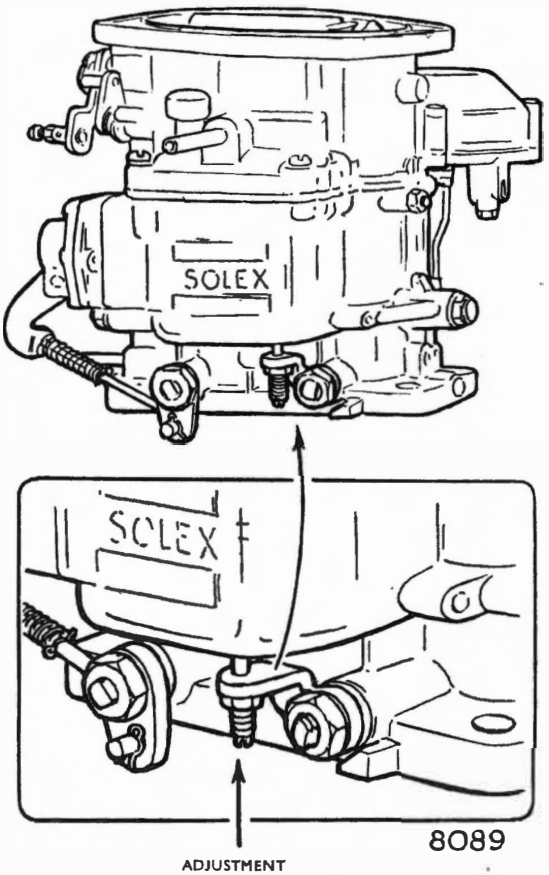

Fig. 12. *Secondary throttle closed position stop*
2. Release the spring-loaded ball joint to disconnect the shaft (54) from the secondary throttle ball joint on the secondary throttle spindle lever (46).
3. Hold the primary throttle (44) in its fully open position by inserting a short length of $\frac{1}{2}$ in. (12 mm.) diameter bar between the open primary throttle and its throttle bore.
4. Adjust the secondary throttle stop shown in Fig. 12 so that secondary throttle has ·002 in. (·05 mm.) clearance between the throttle plate (45) and its throttle bore, at EACH SIDE of its diameter at right angles to the throttle spindle.